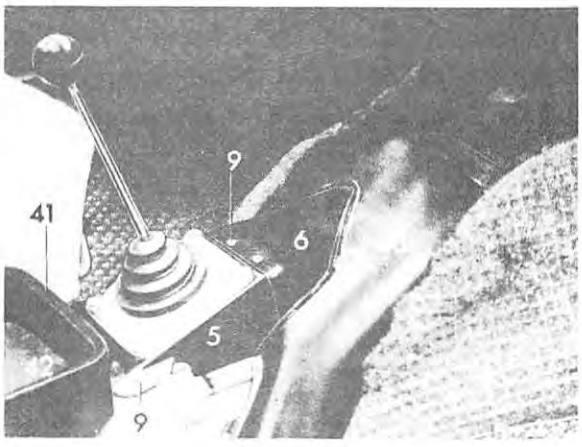

Figure 5
24. Install new heater channel (40) and secure same (figure 5).
26. For types 220 SB, 220 SEB, 250 S, 250 SE, 300 SEB and 300 SEL cut a hole with 86 mm dia. out of the carpet for the tunnel and insert rubber grommet (39).
27. Place antisqueak (43) and carpet (44) on the tunnel.
28. Screw new tray (41) with adaptor (42) to tunnel. Now re-install the 2 front seats (figure 5).